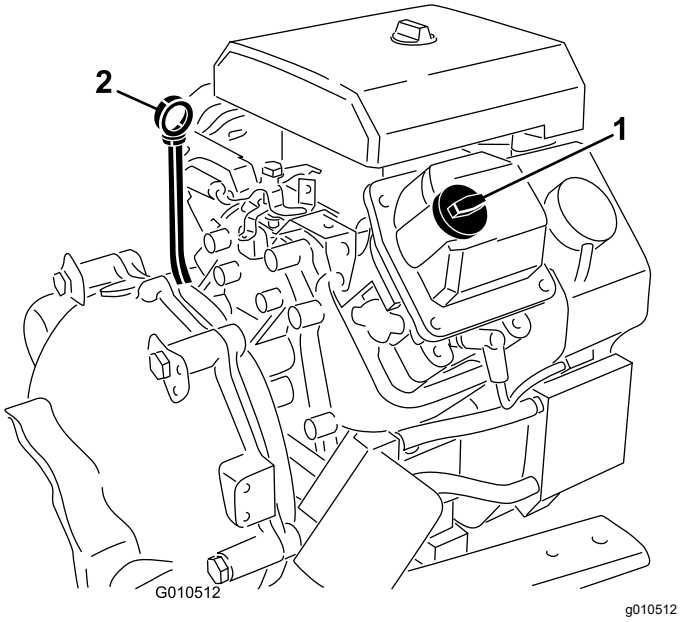

**Figura 33**
4. Retire la varilla y límpiela con un paño limpio (Figura 33).
7. Si el nivel de aceite es bajo, retire el tapón de llenado (Figura 33) y añada suficiente aceite para elevar el nivel a la marca Lleno de la varilla.